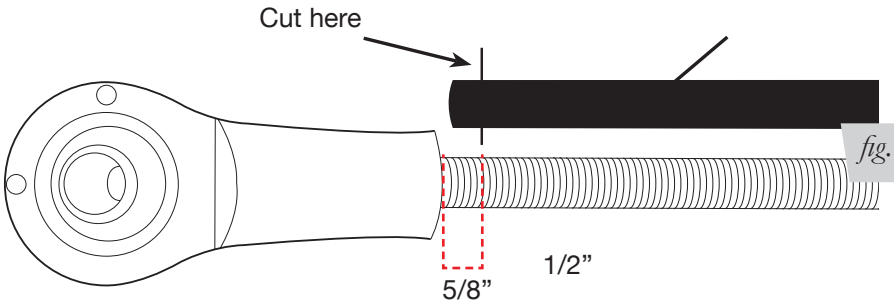

*fig. 29*
8. Cut the rod cover 5/8” shorter than the rod length with the rod assembled on one end after cutting (fig. 29).